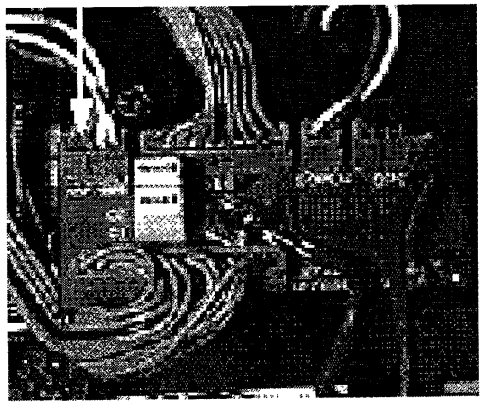

Рис. 2-19 **Жгут ADF**
2. Проверьте жгут, подключенный к ADF на релейной плате сканера (см. рис. 2-19).